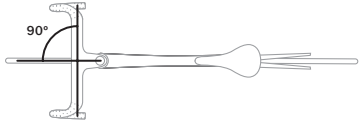

Figure 1.6 : alignement adéquat du cintre et de la selle.
• Confirmer que le cintre est perpendiculaire à la roue (Figure 1.6).
• Confirmer que la selle est alignée sur le centre du vélo (Figure 1.6).